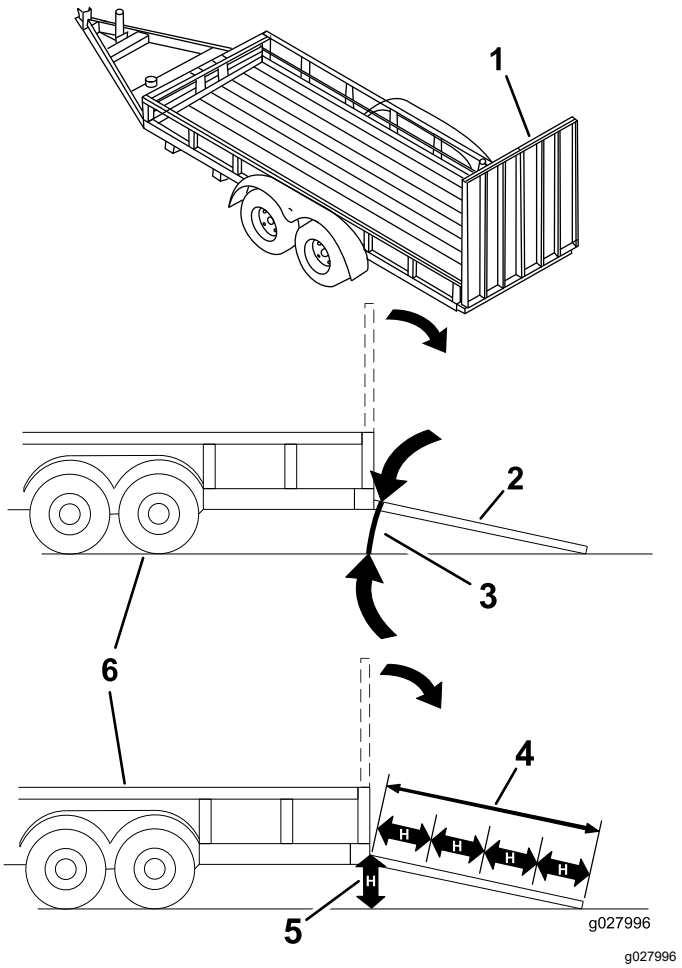

Figuur 35
Als een machine wordt geladen op een aanhanger of een vrachtwagen, wordt de kans vergroot dat de machine kantelt. Dit kan ernstig lichamelijk letsel of de dood veroorzaken (Figuur 35).
3. Laat de oprijplaat zakken; zorg dat de hellingshoek van de oprijplaat ten opzichte van de grond niet groter is dan 15 graden (Figuur 35).
1. Laat de oprijplaat zakken; zorg dat de hellingshoek van de oprijplaat ten opzichte van de grond niet groter is dan 15 graden (Figuur 35).